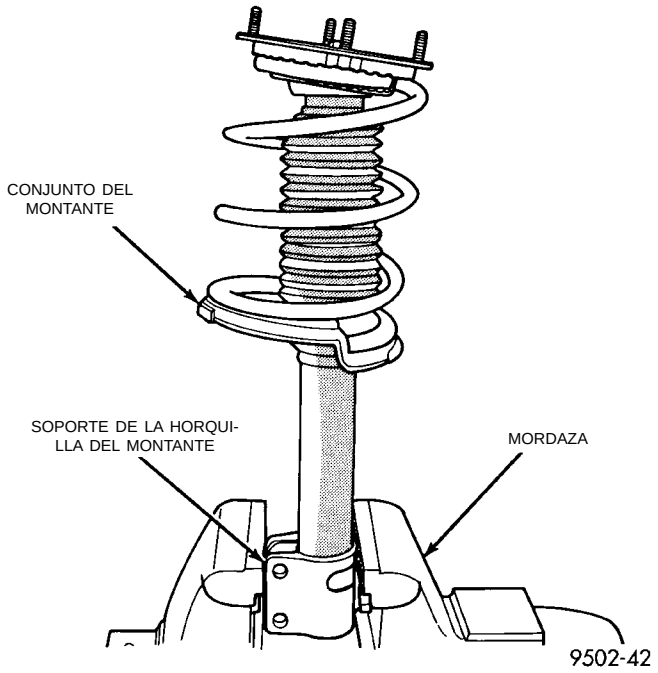

Fig. 25 Conjunto del montante instalado en la mordaza
(1) Retire del vehículo el conjunto de montante que requiere servicio. Consulte Desmontaje del conjunto de montante en Servicio de montantes traseros, en esta sección del Manual de servicio.
(2) Emplace el conjunto de montante en una mordaza (Fig. 25). Con pintura o un equivalente, marque la unidad de montante, el aislador de muelle inferior, el muelle y el soporte de montante superior como referencia para el ensamblaje.